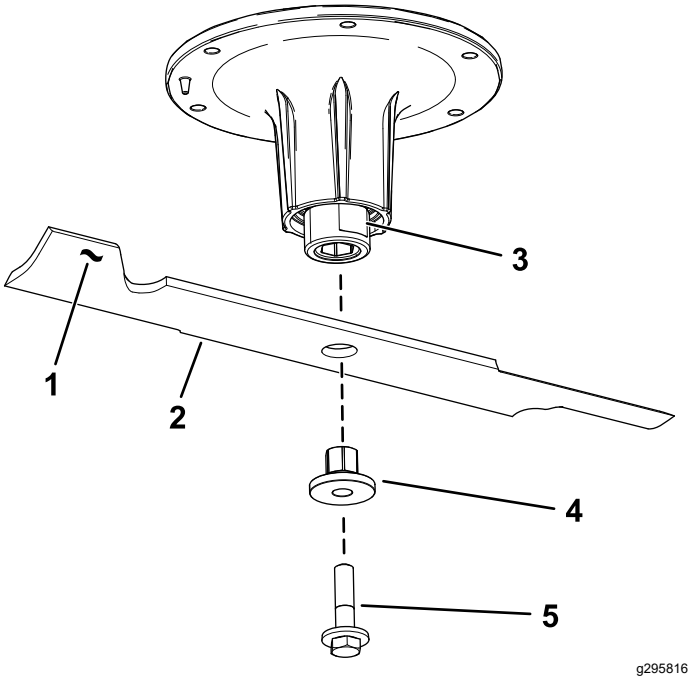

Figur 107
2. Fjern knivbolten, hylsen og kniven fra spindelakselen (Figur 107).